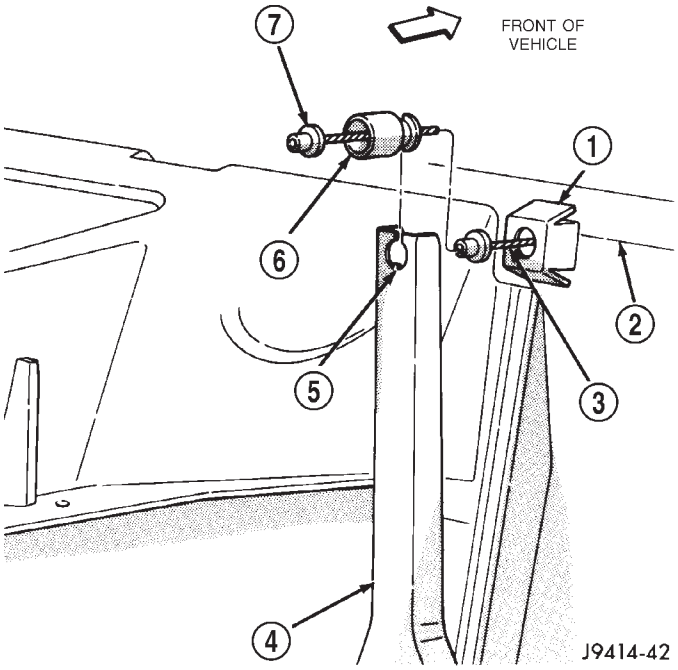
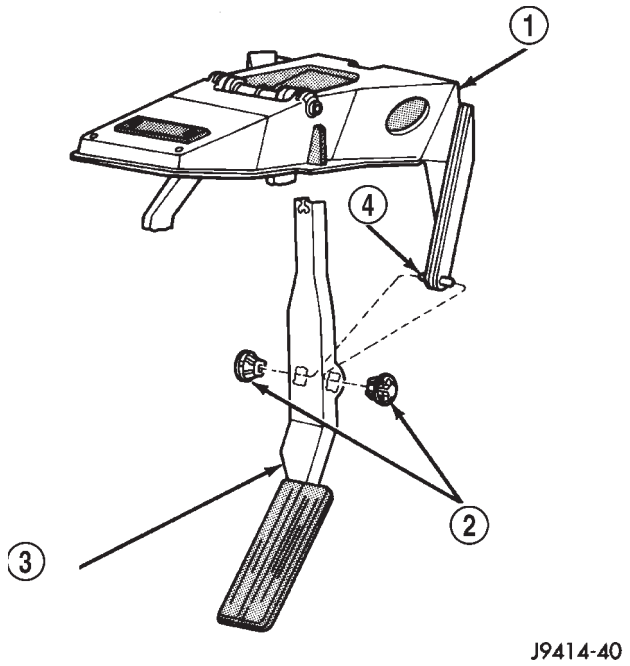

Fig. 21 Cable Removal/Installation at Pedal
Fig. 22 Accelerator Pedal—Removal or Installation
(1) From inside vehicle, hold up accelerator pedal. Remove plastic cable retainer and throttle cable core wire from upper end of pedal arm (Fig. 21) . The plastic cable retainer snaps into pedal arm.
(2) Insert a small screwdriver into square holes located on pivots/bushings (Fig. 22) . Twist screwdriver to disengage pivot locks from pivot pin. Pivots will be damaged when removing. Discard old pivots.
(3) Remove pedal/bracket assembly from vehicle.
(1) Position pedal/bracket assembly over pivot pin (Fig. 22) .
(2) Install two new pivots/bushings. Using large pliers, press both bushings together until they bottom on sides of pedal/bracket assembly. Bushing retaining ears will snap into position when properly installed.
(3) From inside vehicle, hold up accelerator pedal. Install throttle cable core wire and plastic cable retainer into and through upper end of pedal arm (the plastic retainer is snapped into pedal arm). When installing plastic retainer to accelerator pedal arm, note index tab on pedal arm (Fig. 21) . Align index slot on plastic cable retainer to this index tab.